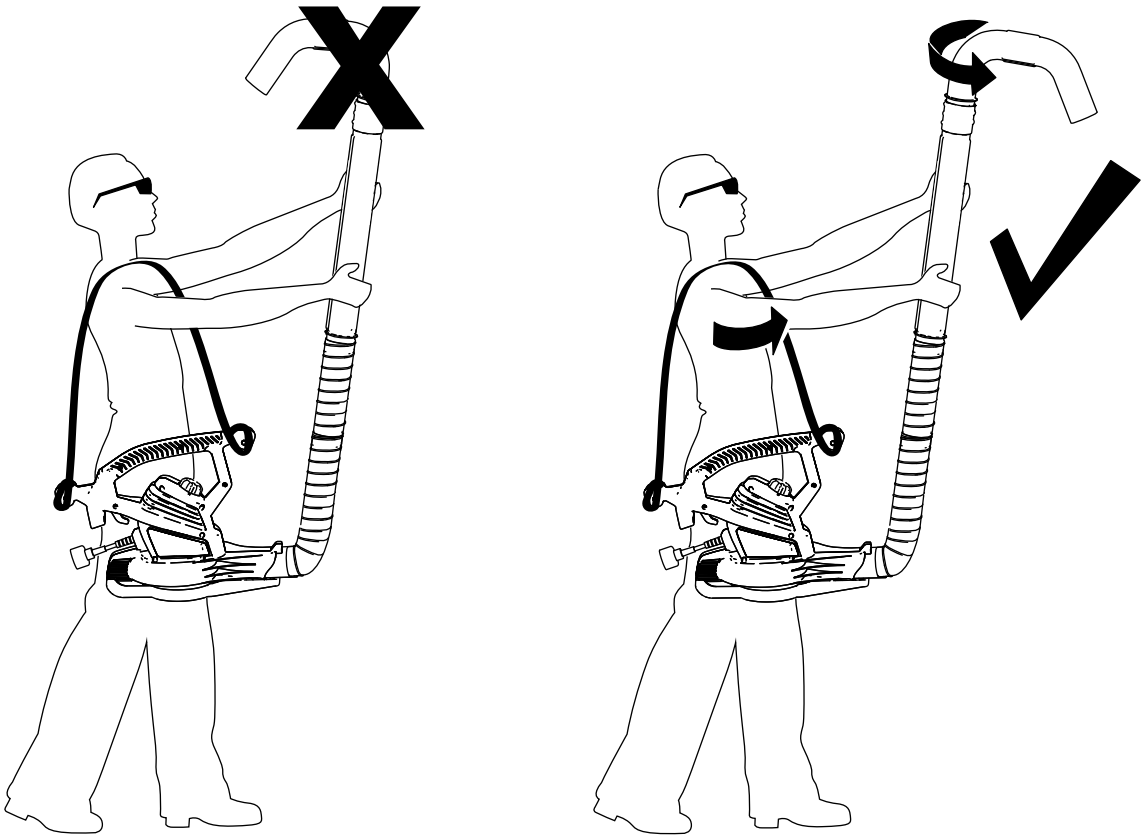

Bild 4
1. Fassen Sie das Rohr mit beiden Händen an und halten Sie das Gebläse gegen Ihre Hüften; die Düse sollte nach außen und der Zulauf sollte zum Boden zeigen (Bild 4).